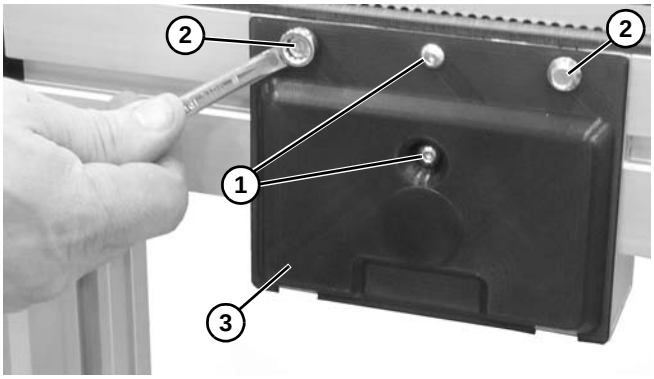

Figure 15
4. Remove button head screws **(Figure 15, item 1)**.
5. Loosen hex flange screws **(Figure 15, item 2)** on both sides of conveyor. Remove mid drive cover **(Figure 15, item 3)**.